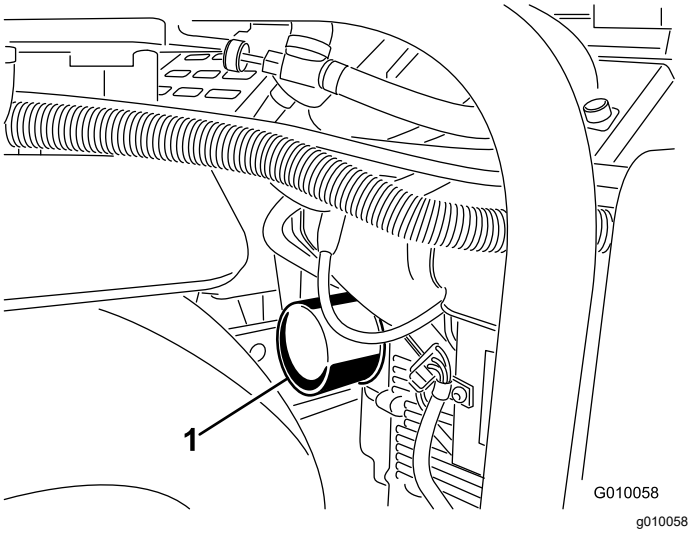
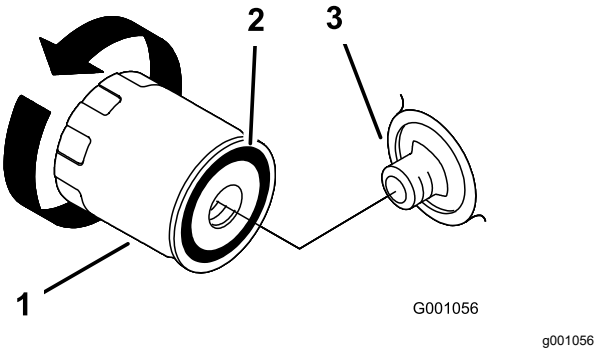

Figur 45
Figur 46
5. Anbring en lav bakke eller klud under filteret for at opfange olien (Figur 45).
6. Fjern det gamle filter (Figur 45 og Figur 46), og aftør filteradapterens pakningsoverflade.